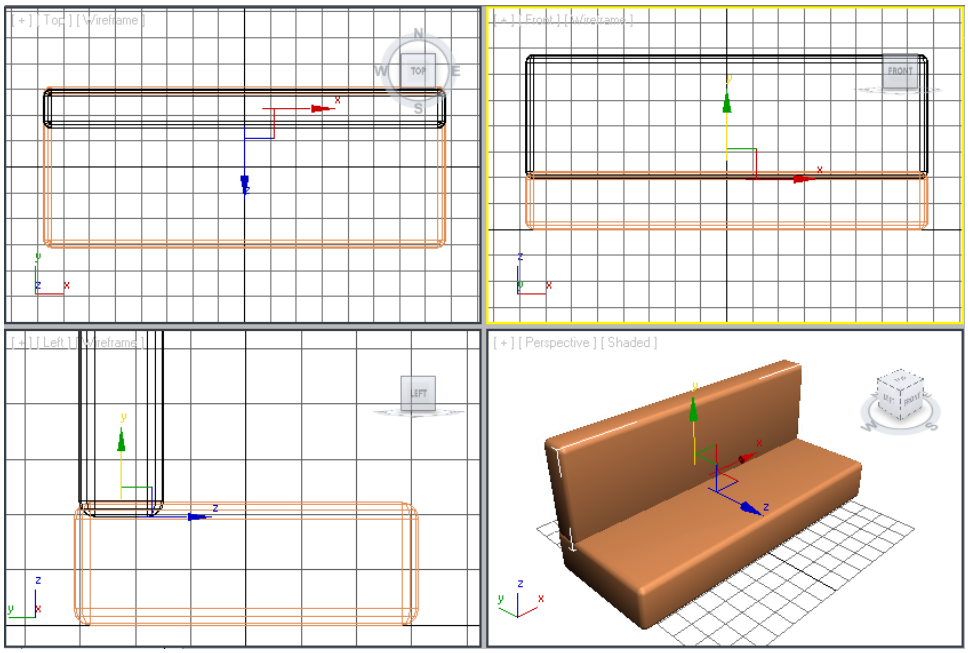

Figure 3-30 *Alignment of the back support with the seat support*
8. Choose the **Select and Move** tool, select the *back support* if it is not selected, and move it in all viewports to align it with the *seat support*, as shown in Figure 3-30.